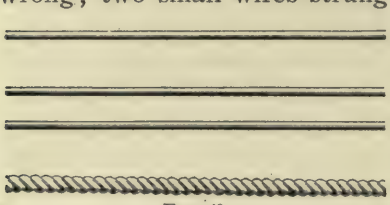

FIG. 49.
**43. Twisted Fuses.**—It is the custom in some car houses to twist two or more small wires together to get a fuse wire of the right size; this is probably done under the impression that two small wires twisted together have twice the capacity of one small wire alone; but this impression is wrong; two small wires strung alongside of each other, as shown in Fig. 49, do have twice the current-carrying capacity of one wire alone; but when it comes to twisting them together their joint capacity depends on how tightly they are twisted. The tighter they are twisted, the larger is the diameter of the two together considered as one, and the greater is the capacity. Twisting fuse wire is uncertain and should be avoided.